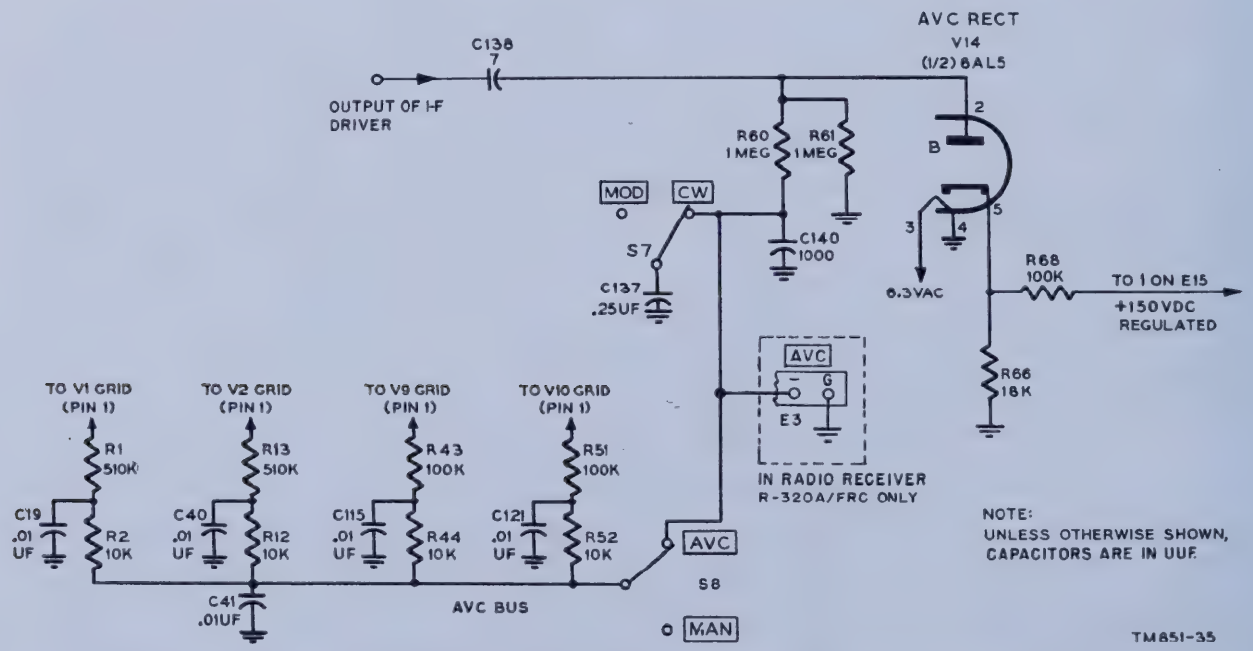
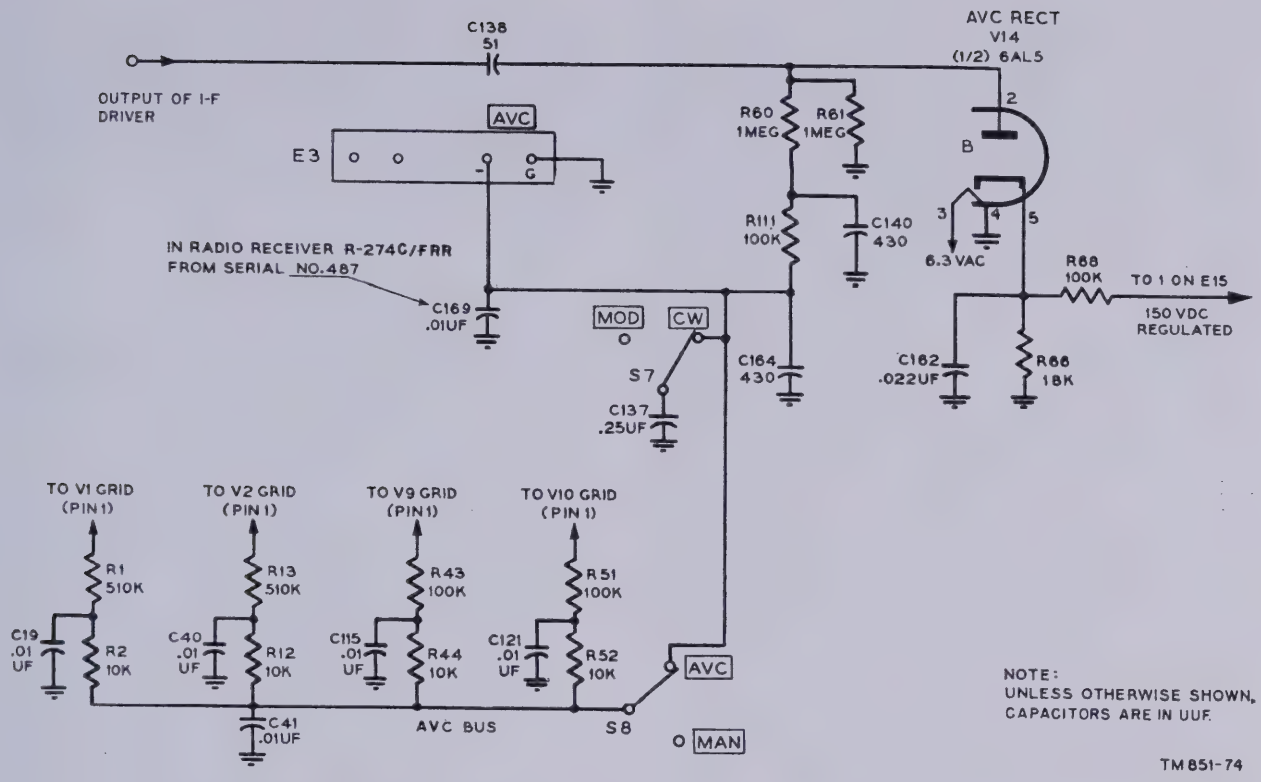
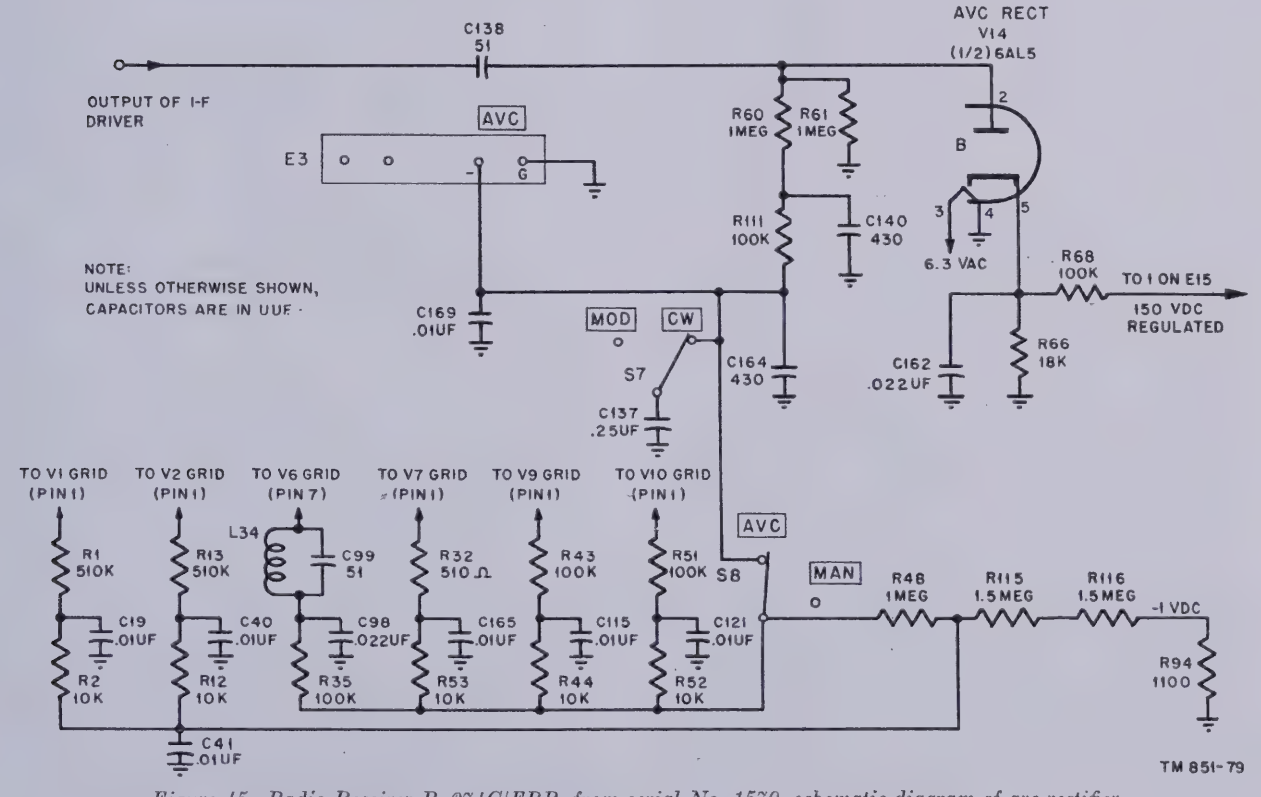

Figure 43. Radio Receivers R–483/FRR, R–320A/FRC, and R–274A/FRR, schematic diagram of avc rectifier.
Figure 44. Radio Receivers R–483A/FRR and R–274C/FRR, through serial No. 1569, schematic diagram of avc rectifier.
Figure 45. Radio Receiver R–274C/FRR, from serial No. 1570, schematic diagram of avc rectifier.
(figs. 43, 44, and 45)
a. Avc rectifier V14B is a diode type. When conducting, it develops a negative bias proportional to the signal carrier tuned in. It remains in a nonconducting state until the 455-kc signal input level to it from i-f driver V11 exceeds the delay bias provided across resistor R66 and the potential loss due to the resistance drop in the diode itself. In figure 43, the d-c loading of V14B consists of the series combination of resistors R61 and R66. The a-c loading of V14B consists of the resistor-capacitor combination of R60 and C140, the R-C (resistance-capacitance) time constant of which is high enough to smooth out any a-f variations in the negative bias developed across R61. In figures 44 and 45, the d-c and a-c loading of V14B are outlined in figure 43, but resistor R111 forms part of the d-c loading and R111 and capacitor C164 form part of the a-c loading. The R-C time constant resultant provides more effective avc action than that illustrated in figure 43. Also, after serial No. 487, capacitor C169 forms part of the a-c loading, and has a small effect on the R-C time constant. It is used to provide filter action in the avc line to E3. When MOD-CW switch S7 is in the CW position, capacitor C137 parallels C140 (fig. 43) or C164 (fig. 44), so that the time constant is increased enough to smooth out the lower a-f variations in the negative bias, developed when high-speed c-w signals are received. When AVC-MAN switch S8 is in the AVC position, the negative avc bias developed across R61 becomes available through S8 to the avc bus of the receiver. For the AVC position of S8, the resistor-capacitor
filter combinations R2 and C19 to the pin 1 grid of V1; R12 and R40 to the pin 1 grid of V2; R44 and C115 to the pin 1 grid of V9; R52 and C121 to the pin 1 grid of V10 also R35 and C98 (fig. 44) and R53 and C165 for Radio Receiver R–274C/FRR from serial No. 1570, increases the time constant of the avc bias voltage to their respective stages. R32 is the grid input resistance of V7 and the parallel resonant combination of L34 and C99 develops the grid input impedance of V6 (fig. 45).
b. Regulated B+ voltage provides for the avc negative delay bias used. Resistors R66 and R68 act as a voltage divider across the regulated B+ voltage source so that the cathode end of R66 is positive by the delay bias (+27 volts dc) with respect to ground. Capacitor C138 couples the signal from V11 and isolates the delay bias to V14B. Bypass capacitor C162 effectively grounds pin 5 cathode of V14B with regard to ac (figs. 44 and 45).
c. Signal voltage at 455 kc from the i-f driver stage (V11) provides input to one of the diode sections of the 6AL5 avc rectifier tube. The signal available to V14B is fed through C138 and developed across R61. When the signal strength exceeds the negative potential effective at the plate, V14B conducts. The unidirectional current flow resultant is such that the d-c potential drop across R61 is negative to ground. This d-c potential increases negatively with increase in signal strength so that when smoothed out and applied to V1, V2, V9, and V10 (figs. 43, 44, and 45) and also to V6 and V7 (fig. 45), it acts to reduce the gain of these stages, to maintain reasonably constant the a-f output of the receiver. In Radio Receiver R–274C/FRR, from serial No. 1570, resistors R48, R115, and R116 act as a voltage divider across the avc bus to the −1-volt d-c bias supply voltage so that the avc negative bias effective at V1 and V2 may be reduced. The avc nagative bias developed normally is taken from the screw terminal junction between R48 and R115 and from the screw terminal junction between R115 and R116 for the direction finder use of the receiver.
d. For keyed c-w reception, V14B is provided with input from i-f driver stage V11 and from bfo buffer amplifier stage V12; thus the function of V14B does not change in relation to that outlined in subparagraph *c* above. However, V12 is operative for the CW position of S7, and C137 parallels C140 (fig. 43) and C164 (fig. 44), as explained in *a* above.
e. In figures 44 and 45, the avc terminals on E3 provide for avc and common ground interconnections between receivers used in a space diversity system (par. 4*a*, *b*, *c*, and *d*). Radio Receiver R–320A/FRC, like Radio Receivers R–483A/FRR and R–274C/FRR, incorporates AVC terminal board E3.